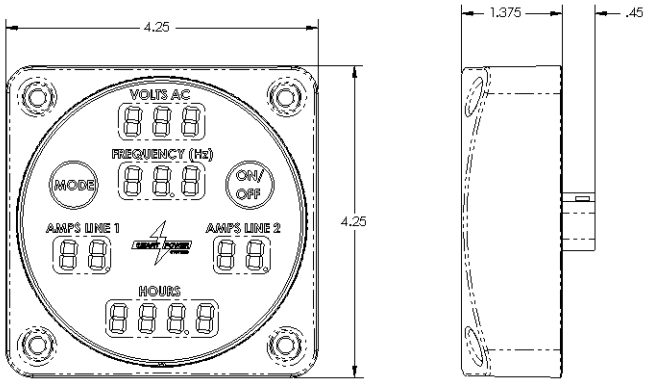

Figure 4 – Command & Control Center, P/N 1500047C
4. Locate a position to mount the SPS Command & Control Center. The ideal location for the Command & Control Center will be in an area that is easily seen and accessed by the generator operator. When the generator system is in use, the Command & Control Center will continuously show the status of the generator, including faults (warnings) if they occur. The Command & Control Center can also be used to engage and disengage the generator. The Command & Control Center is water sealed and operates on low voltages, so pump house mounting is permissible. A 15 ft. water sealed harness is provided to connect the Command & Control Center to the system controller mounted within the generator tray assembly. Reference Figure 4 for the dimensions of the Command & Control Center.